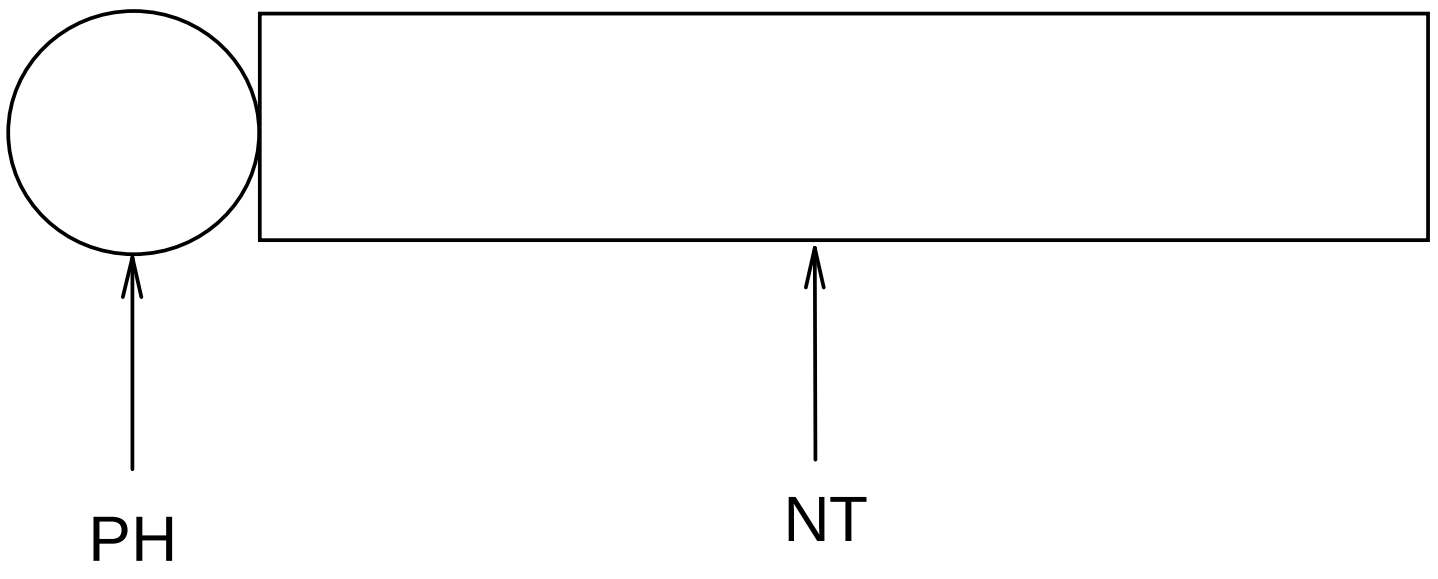

Fig. 1
A surfactant molecule can generally be modelled as Fig. 1 where a circle presents the polar head (PH), i.e. the hydrophilic part of the molecule, and a rectangle represents the non-polar tail (NT), i. e. the hydrophobic part of the molecule.
i) Using the model as shown in Fig. 1, draw a micelle with 10 AOT molecules under the given condition.